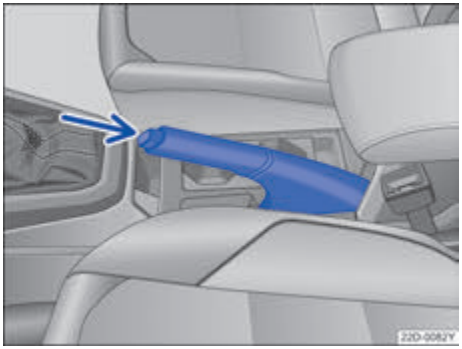

图 109 手制动杆。
– 向上拉起手制动杆→ 图 109。
– 稍稍拉起手制动杆，按箭头所指的方向→ 图 109 按下闭锁按钮并将手制动杆向下放到底→ ⚠。